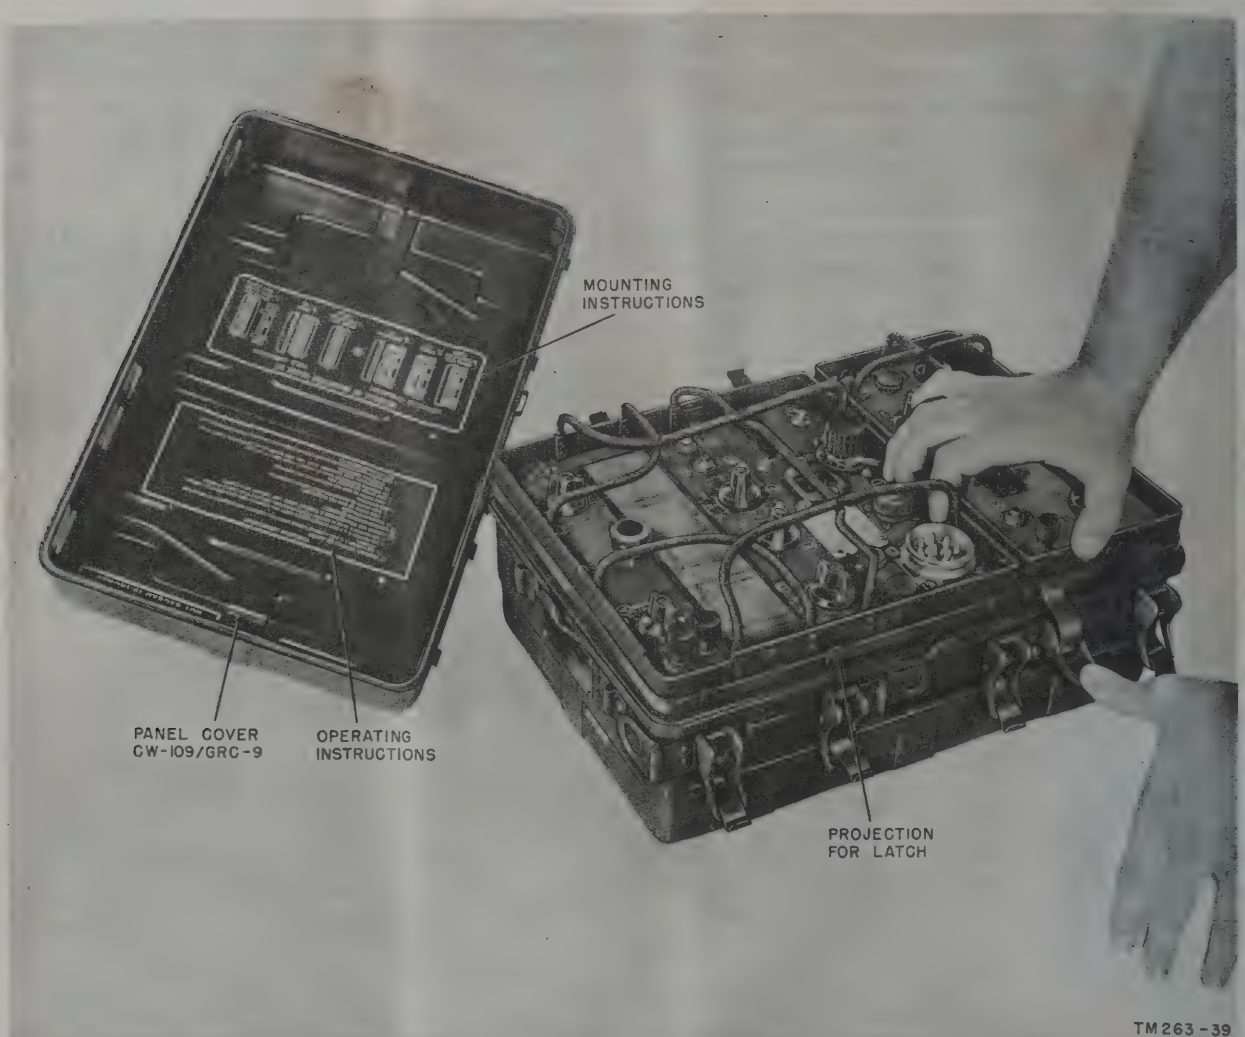

Figure 29. Resetting the latches on receiver-transmitter.
(2) Reset the latches (fig. 29) on the small projections on the transmitter front panel. This prevents the possiblity of the transmitter from falling out if the receiver-transmitter case is moved while standing in a vertical position.
(3) Lift the receiver section partially out of the case, remove the plug of the receiver-transmitter interconnecting cable